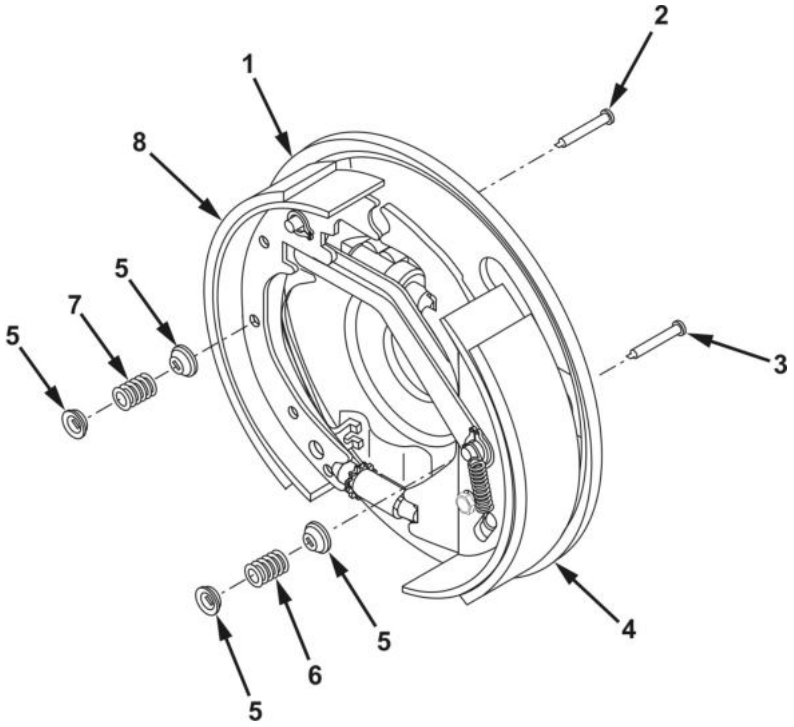

Figure 4. Brakeshoe Retainer Removal.
5. Remove two retainers (Figure 4, Item 5), spring (Figure 4, Item 6), and pin (Figure 4, Item 3) securing front brakeshoe (Figure 4, Item 4) to backing plate (Figure 4, Item 1).
6. Remove two retainers (Figure 4, Item 5), spring (Figure 4, Item 7), and pin (Figure 4, Item 2) securing rear brakeshoe (Figure 4, Item 8) to backing plate (Figure 4, Item 1).